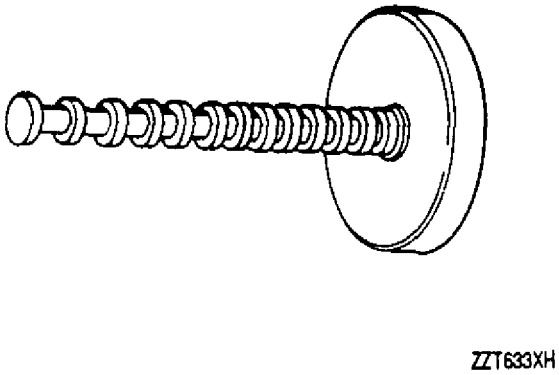

Figure 4. 23034350 Compressor Case Vane Height Gage Block
l. Measure Dimension C and axial Diameter D shown in figure 3 using 23034350 height gage block (figure 4). Dimensions shall be within the limits specified in figure 3.